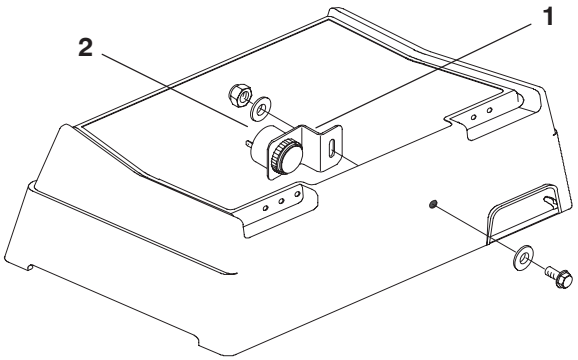

**Figure 10**
10. Mount alarm bracket to console with a 1/4–20 x 3/4" lg. capscrew, (2) 1/4" washers and locknut supplied in kit. Position bracket, fasteners and alarm as shown in figure 10.